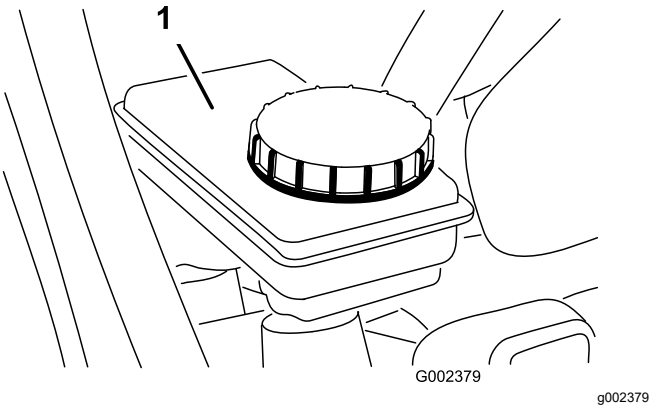

**Figur 57**
5. Vätskenivån ska nå upp till markeringen Full i behållaren (Figur 57).
6. Om vätskenivån är låg ska du göra rent runt locket på behållaren, ta bort locket och fylla på behållaren med angiven bromsvätska upp till rätt nivå (Figur 57).